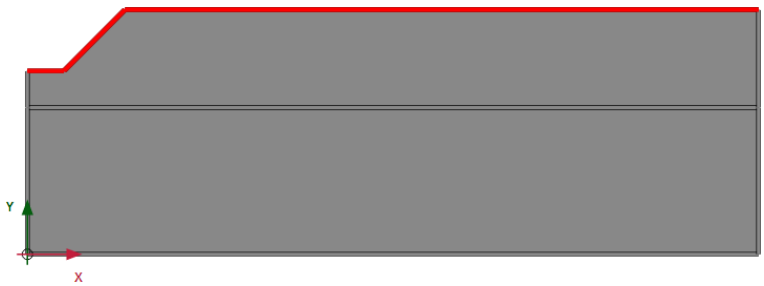

Figure 11.4 The upper boundary of the model
- Multi-select the line segments composing the upper boundary of the model (Figure 11.4).